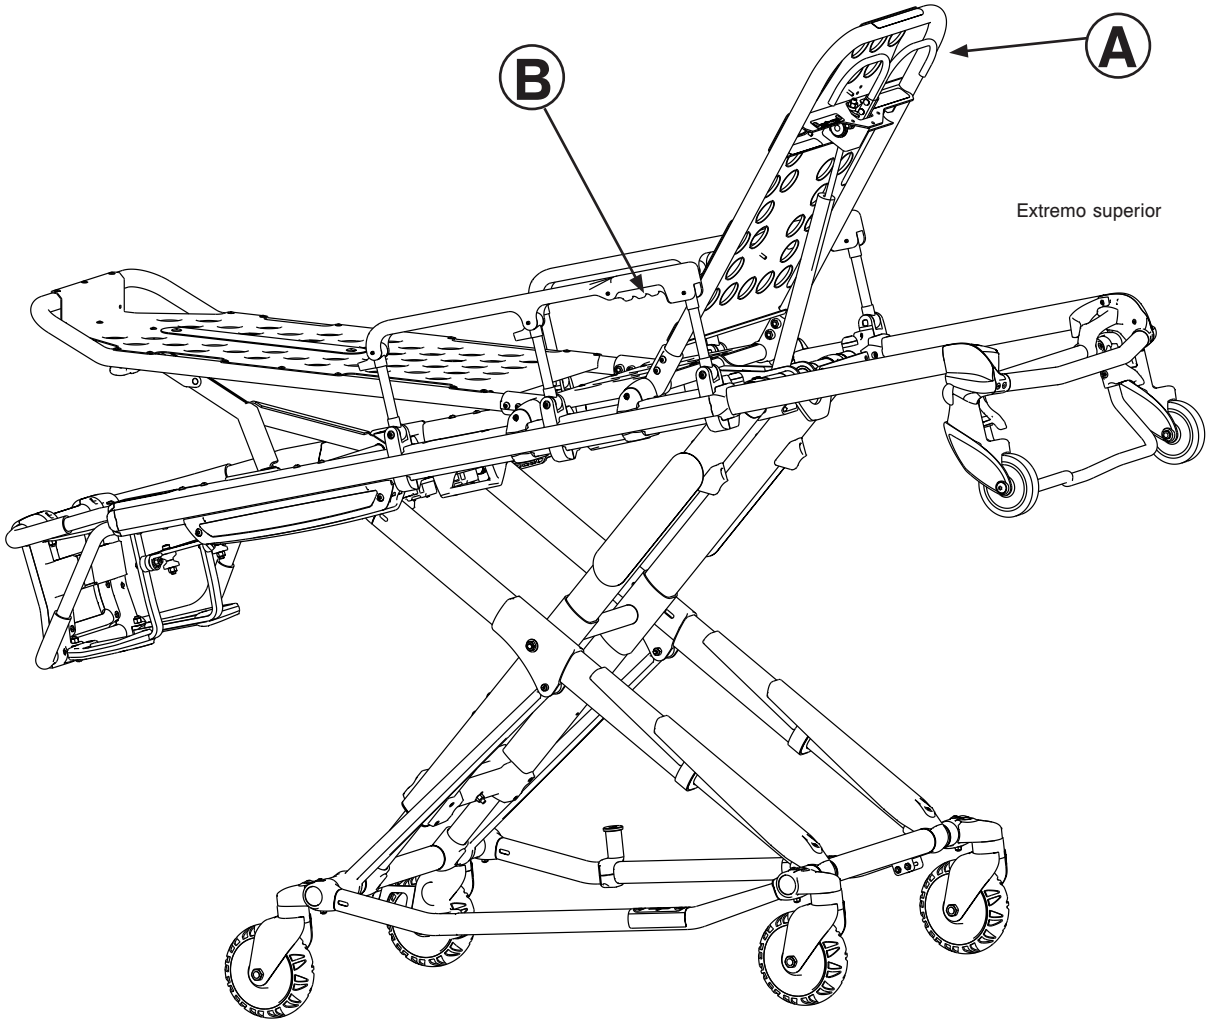

Figura 29
Para subir el respaldo, tal como se muestra en la Figura 29, presione la manija (A) para obtener apoyo neumático a la hora de levantar el respaldo a la altura deseada.
Para subir las barras laterales, tal como se muestra en la Figura 29, levante la barra lateral hasta que el seguro haga clic y la barra lateral se bloquee en su posición.